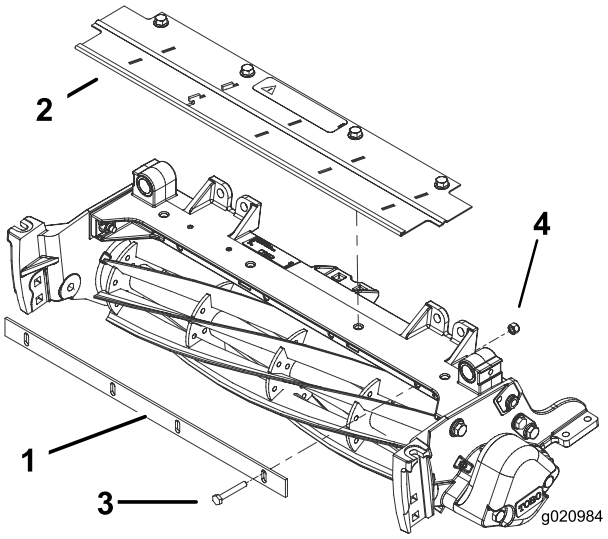

Figura 7
1. Monte sem apertar a barra de corte na estrutura da unidade de corte com 4 parafusos (1/4 x 3/4 pol.) e 4 porcas de bloqueio (1/4 pol.) (Figura 7).
3. Aperte os parafusos e as porcas de bloqueio (Figura 7).